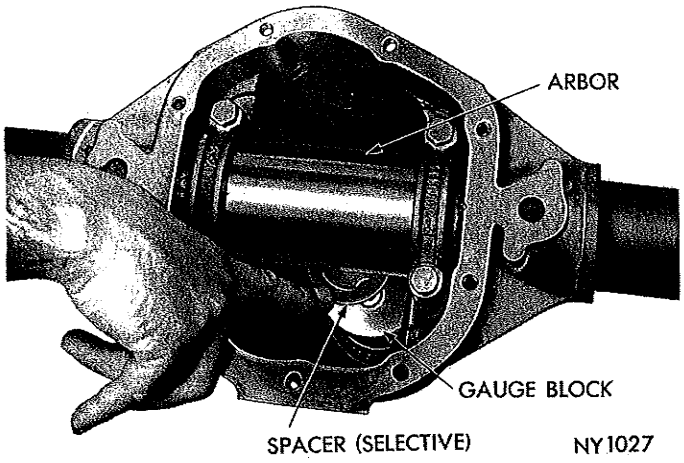

***Fig. 18—Measuring Housing For Pinion Shim Thickness***
(3) Select rear pinion bearing mounting shim which will fit between cross bore arbor and gauge block. This fit must be snug but not too tight (similar to the pull of a feeler gauge) (Fig. 18).